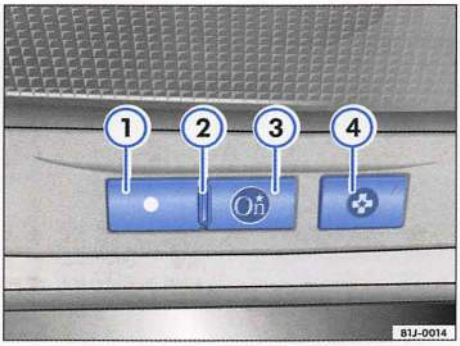

Fig. 8 OnStar: DOT button
– Press the DOT button ⇒ fig. 8 (1), OnStar response: **<Ready>**.
– Press the DOT button ⇒ page 11, fig. 8 (1), OnStar response: **<Ready>**.